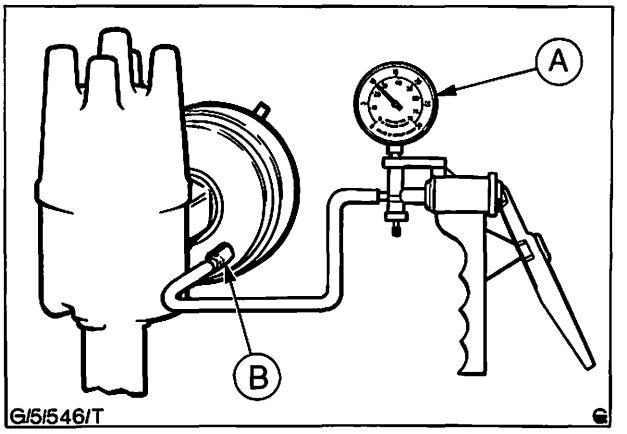

Abb. 25 Unterdruckverstellung prüfen
b) Vakuumpumpe an Spät-Dose des Zündverstellers anschließen, Motor anlassen und mit 2000/min laufen lassen (Abb. 25).